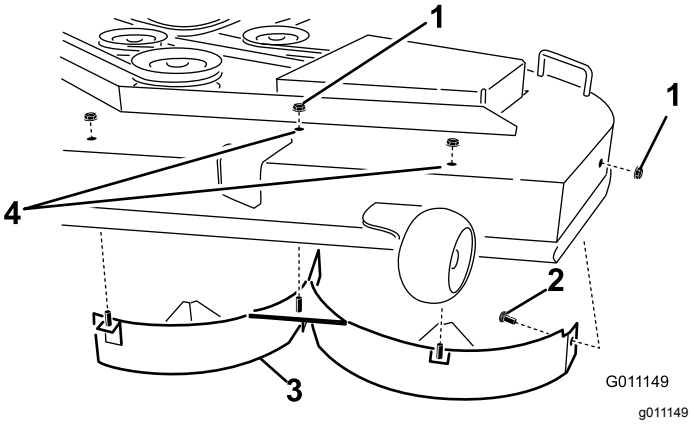

Rysunek 12
4. Odkręć 2 nakrętki zabezpieczające (5/16 cala) znajdujące się na środkowej i lewej pozycji na kołkach lewej przegrody u góry podwozia kosiarki (Rysunek 12).
6. Zdemontuj lewą przegrodę od podwozia tnącego w sposób pokazany na Rysunek 12.